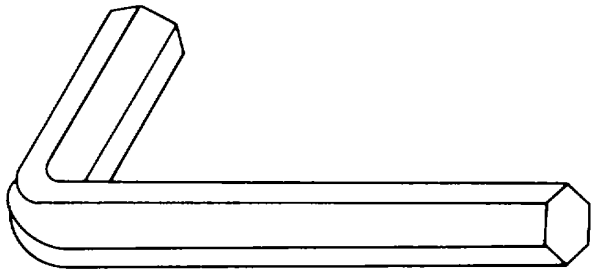

Figure 4-31. Hexagonal Setscrew Wrench (Allen Wrench)
(6) *Hexagonal wrenches*. Hexagonal setscrew wrenches (Allen wrenches) are L-shaped, headless, hexagonal bars that range in size from 3/64-to 1/2-inch. A typical Allen wrench is shown in figure 4-31. They are used in tightening or removing screws that have hexagonal recesses.